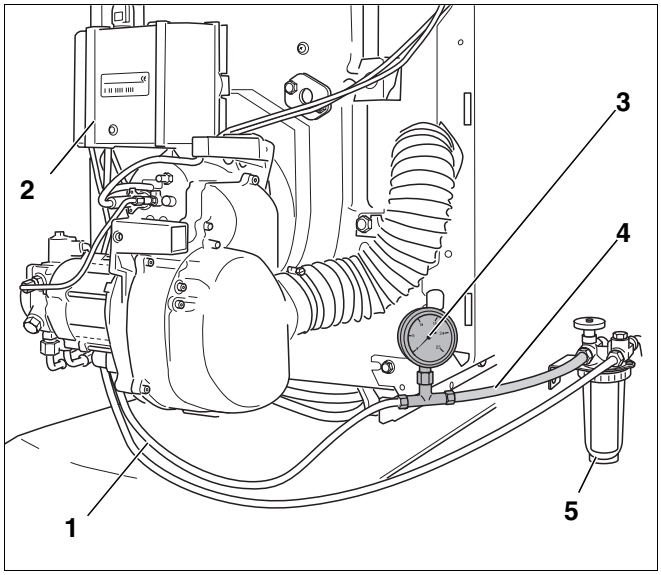

Afb. 16 Olieaanzuigleiding demonteren
- Sluit de afsluitkraan aan de oliefilter (afb. 16, **pos. 5**) en demonteer de transparante slang (afb. 16, **pos. 4**) met de vacuümmeter (afb. 16, **pos. 3**).
- Schroef de olieaanzuigleiding (afb. 16, **pos. 1**) aan de filteraansluiting van de oliefilter (afb. 16, **pos. 5**).
- Open de afsluitkraan aan de oliefilter (afb. 16, **pos. 5**).